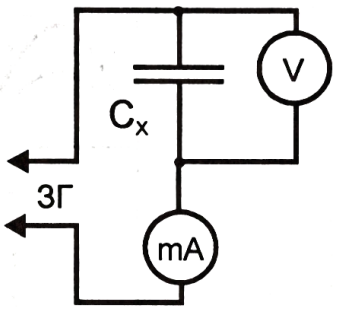

Рис. 14-5-2
1. Соберите электрическую цепь (рис. 14-5-2).